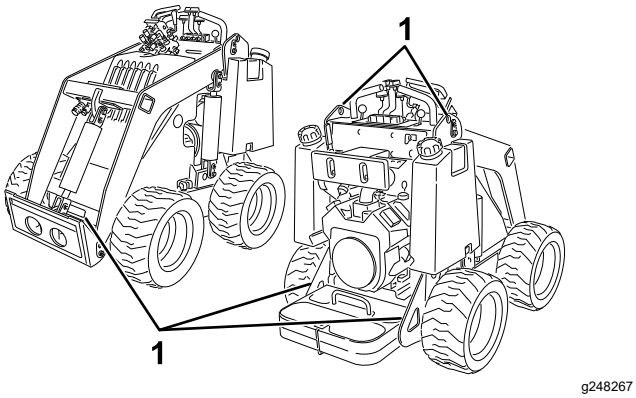

**Figuur 15**
8. Gebruik de metalen bindogen op de machine om de machine goed vast te maken aan de aanhanger of vrachtwagen. Gebruik hiervoor banden, kettingen, kabels of touwen (Figuur 15). Raadpleeg de lokale voorschriften inzake het vastbinden van de machine.
U kunt de machine tillen met behulp van de bindogen als hefpunten; zie Figuur 15.